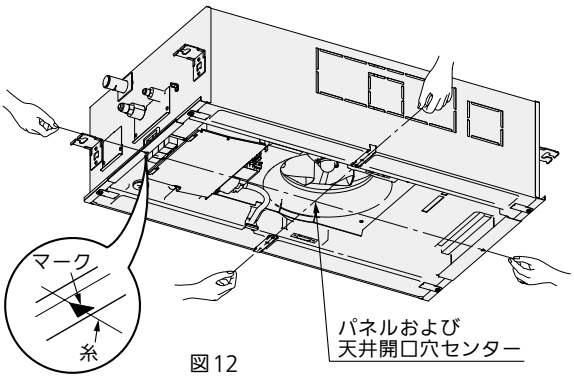

図 12
③ また、室内ユニット下面の▲マーク刻印をひもで結ぶとパネルおよび天井開口穴センターになります。（図 12）
＊ 図 12 は、22～90 形です。112～160 形も同様に作業してください。